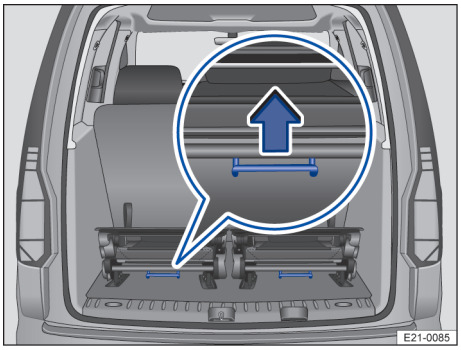

Fig. 73 Troisième rangée de sièges : dépose des sièges
2. Tirez vers le haut le levier situé sous le siège → fig. 73 (agrandissement) pour déverrouiller ce dernier.